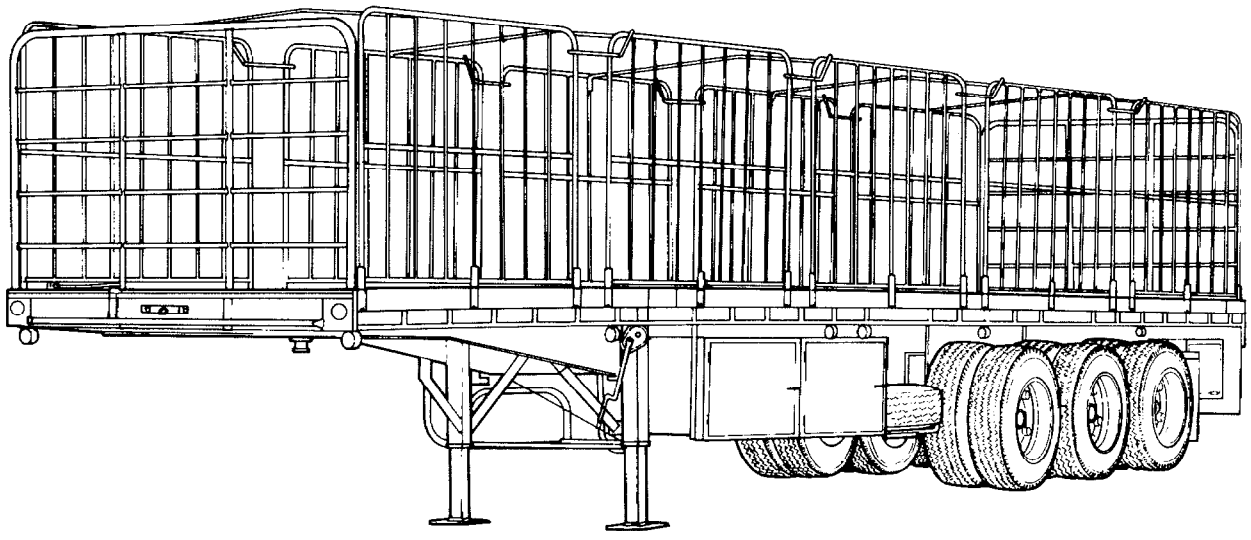

Figure 1 — Semi-trailer, Cargo, Heavy, MC4
1. This EMEI contains the technical description of the semi-trailer, cargo, heavy, MC4 shown in Fig. 1. All relevant weights, dimensions and performance figures are detailed in the Data Summary EMEI VEH H 470.